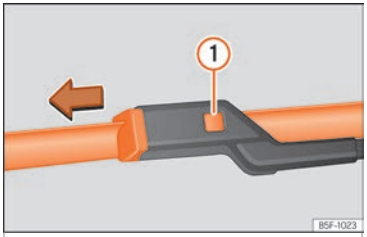

Fig. 84 Sostituzione delle spazzole dei tergicristalli.
- Mantenere premuto il tasto di sblocco ››› fig. 84 (1) tirando leggermente la spazzola nel senso della freccia.